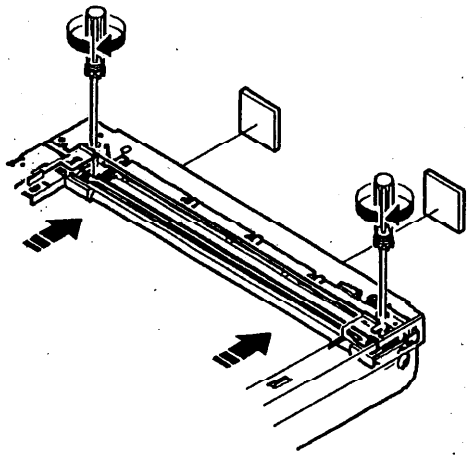

Рис. 6. Выравнивание узла лампы экспонирования
7. (Рис. 6): Когда каретка зеркала № 2/3 касается пластины позиционирования каретки зеркала № 2/3, вставьте прокладку толщиной 1 мм между корпусом аппарата и узлом лампы экспонирования. Затяните винты.